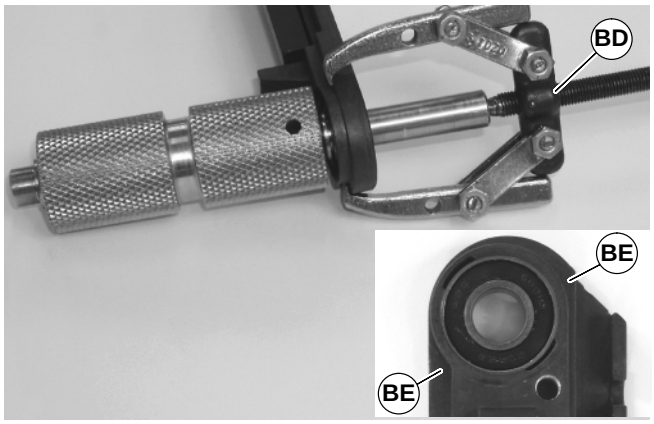

Figure 36
5. With bearing removal tool, (BD of Figure 36), part number 807–1078, remove head plate from drive shaft side of pulley. Connect tool jaws at indicated points (BE).